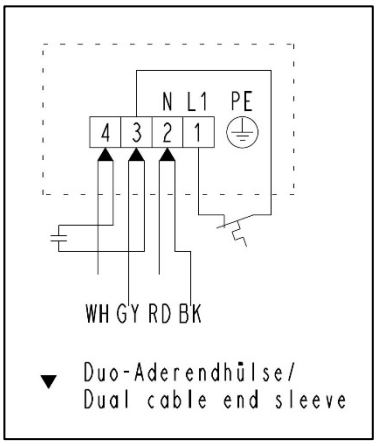

Abb. 12: Elektrische Verschaltung der .16-Ausführungen
5. Netzkabel an den Anschlüssen L 1 und N der Lüsterklemmen anschließen (siehe Abb. 12).